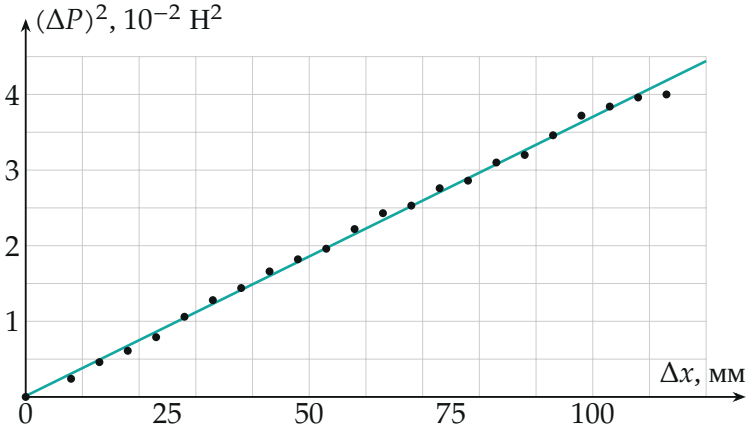
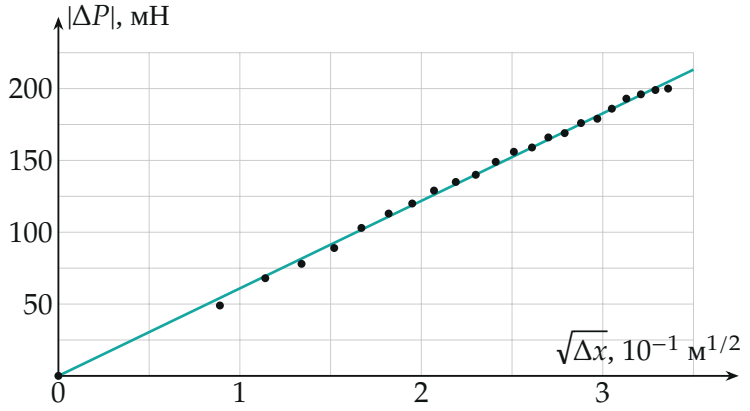

Рис. 3. $(\Delta P)^2$ *от* Δx*: прямая МНК, наклон* $\beta_1 = 0{,}369$ $Н^2/м$.
Рис. 4. $|\Delta P|$ *от* $\sqrt{\Delta x}$*: прямая через начало координат, наклон* $\beta_2 = 0{,}609$ $Н/м^{1/2}$.
3. Проверка графиком. Строим $(\Delta P)^2$ от Δx (рис. 3) и $|\Delta P|$ от $\sqrt{\Delta x}$ (рис. 4). Обе зависимости по точкам — прямые, теория подтверждается. МНК (python): $(\Delta P)^2 = \beta_1 \Delta x + c$, $\beta_1 = 0{,}369$ Н^2/м, $c = 1{,}2 \cdot 10^{-4}$ Н^2 (практически ноль); $|\Delta P| = \beta_2 \sqrt{\Delta x}$, $\beta_2 = 0{,}609$ Н/м$^{1/2}$.